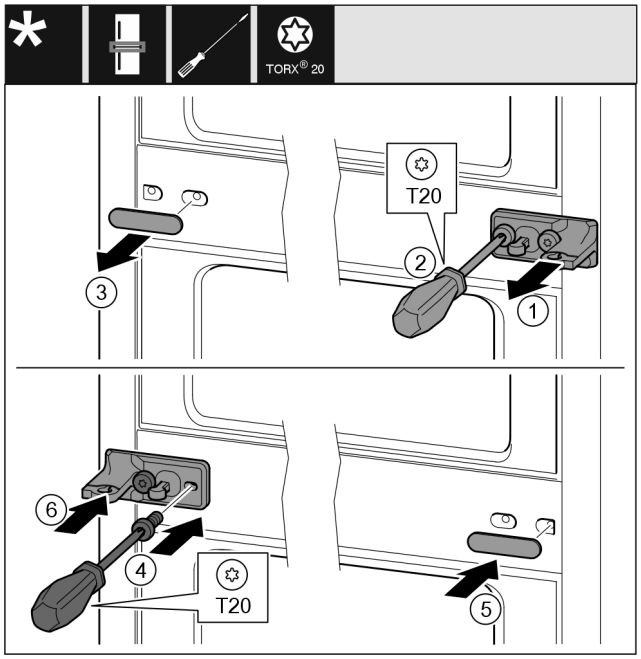

Fig. 13
- ▶ Sluitring *Fig. 13 (1)* wegnemen.
- ▶ Schroeven *Fig. 13 (2)* met een schroevendraaier er uit draaien.
- ▶ Afdekking *Fig. 13 (3)* voorzichtig wegtrekken.
- ▶ Lagerbok met folie *Fig. 13 (4)* 180° gedraaid aan de andere zijde goed vastschroeven.
- ▶ Afdekking *Fig. 13 (5)* 180° gedraaid op de andere zijde aanbrengen.
- ▶ Sluitring *Fig. 13 (6)* van voren af erop schuiven.